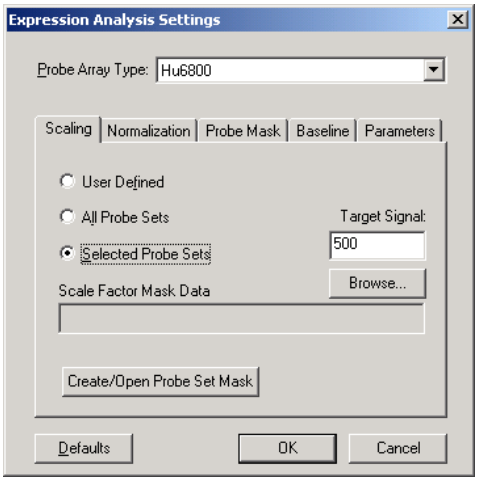

Figure E.15
1. In the Scaling tab, choose the **Selected Probe Sets** option **(Figure E.15)**.